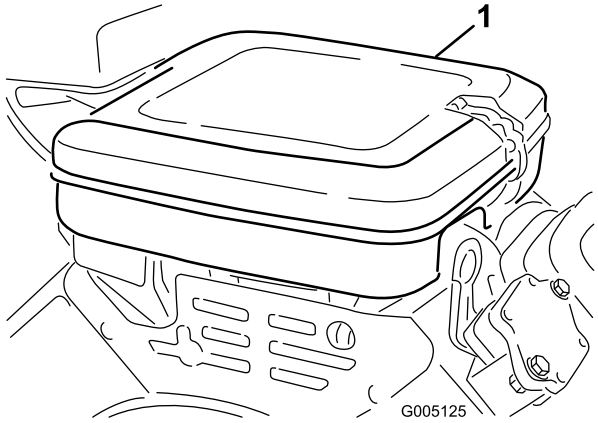

Figuur 43
1. Maak de sluitklemmen los en verwijder het luchtfilterdeksel (Figuur 43). Reinig het deksel grondig.